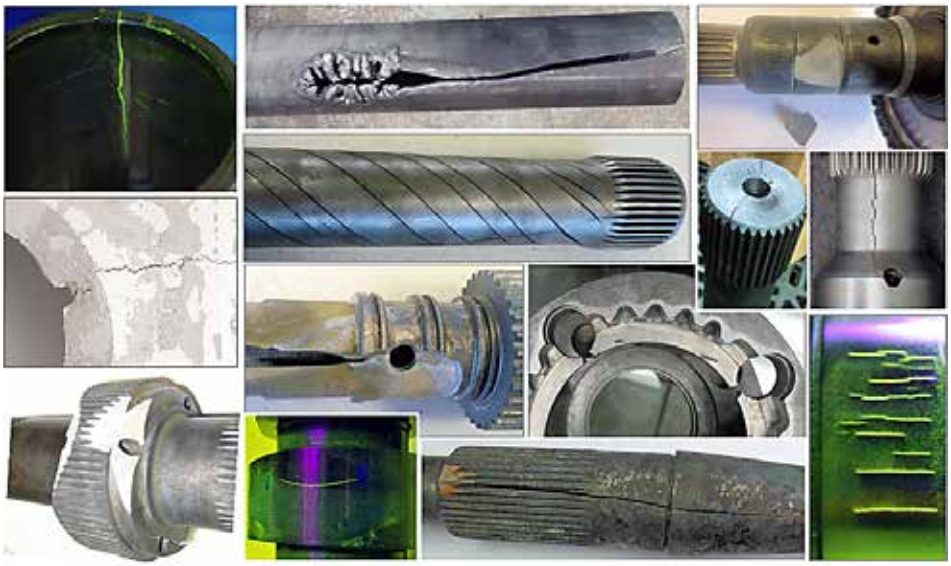

Figure 1: Examples of typical cracks caused by improper process recipes or inductor designs.
There is virtually an endless variety of components that are routinely induction hardened (IH). Certain geometries may be associated with a tendency toward crack initiation requiring careful selection of process recipes and an equipment design. As an example, Figure 1 shows a few examples of typical cracks caused by improper process recipes or inductor designs or that have been caused by underestimation by heat-treat practitioners on specific geometrical features of heat-treated components.